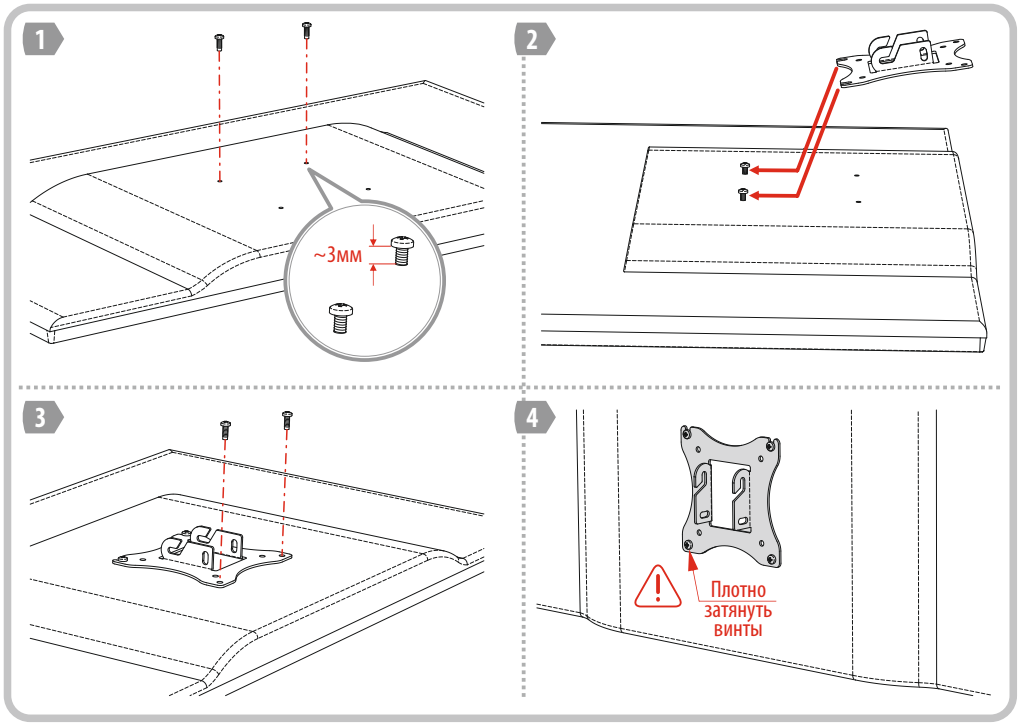

Рисунок 1. Монтаж держателя на монитор
4.3. Процесс монтажа держателя на телевизор для VESA MIS-D 75, VESA MIS-D 100 показан на Рис.1. Вверните винты М4 в крепёжные отверстия VESA на телевизоре, оставив расстояние между головкой и корпусом около 3мм. Установите держатель на телевизор таким образом, чтобы винты попали в пазы держателя. Вверните нижние винты в крепёжные отверстия VESA. Протяните все винты, убедитесь в отсутствии люфта телевизора.